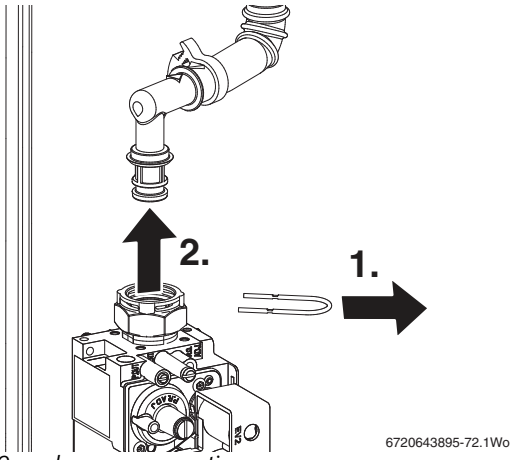

Fig. 72 Gas valve upper connection
1. Refer to figure 72 and re move the wire clip from the gas valve outlet.
▶ Remove wire clip from gas valve outlet then pull gas pipe free from the gas valve (see figure 72).